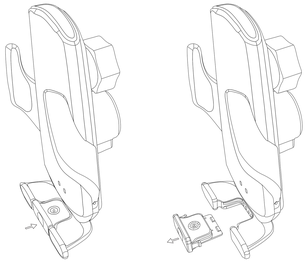

Figure 1: Not dismantled　　Figure 2: Removed
1. The normal state is (Figure 1). If it needs to be disassembled to the state (Figure 2) Just grab the foot rest and pull it out for reassembly Align with the groove hole and push